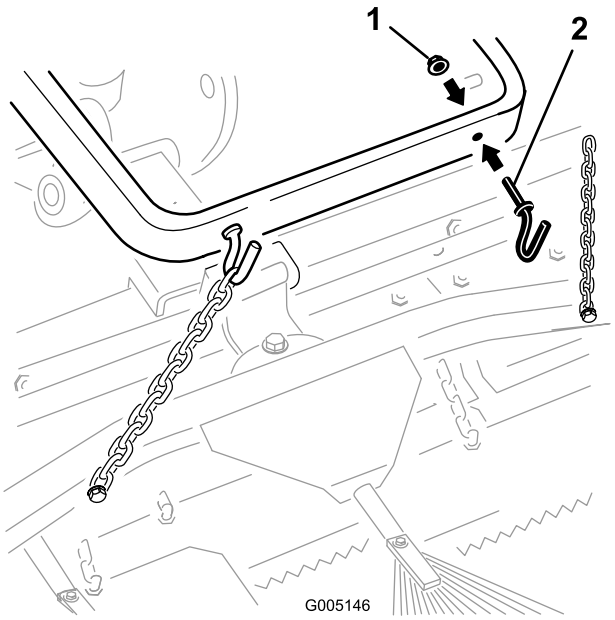

Figuur 6
A. Monteer 2 haken aan de achterkant van de hefarm met 2 flensmoeren (3/8 inch) (Figuur 6). Zet de kettingen aan de haken vast op de gewenste lengte.